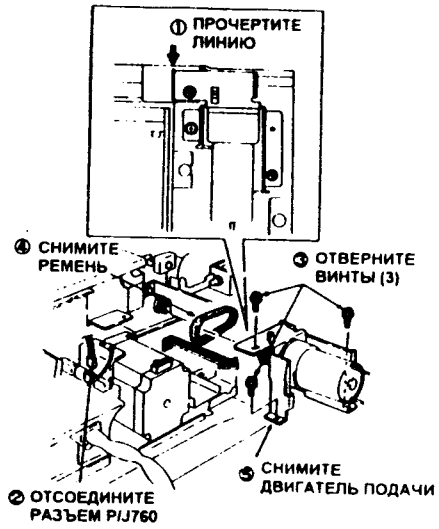

Рис. 4
6. (Рис. 4): Снимите двигатель подачи.
a. (Рис. 4): Установите двигатель подачи по прочерченной при снятии линии.